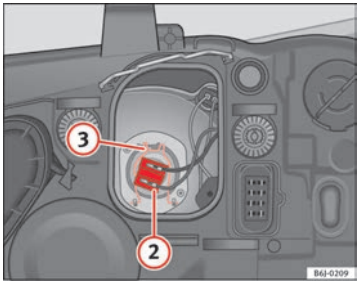

Fig. 135 Luz de cruce
– Extraiga el conector ⇒ fig. 135 (2) de la lámpara.
– Desenganche el resorte retentor ⇒ fig. 135 (3) presionándolo hacia dentro y a la derecha.